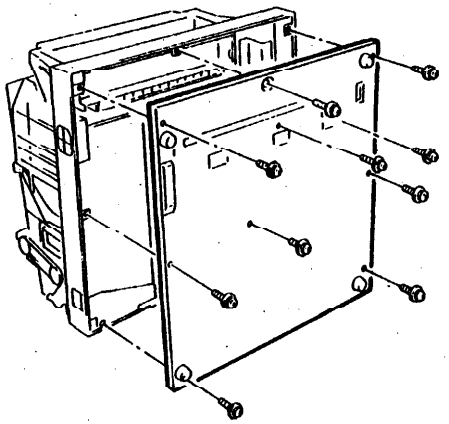

Рис. 2. Нижний поддон
8. Отвинтите десять винтов, крепящих нижний поддон к раме аппарата (Рис. 2).
9. Снимите нижний поддон (Рис. 2).